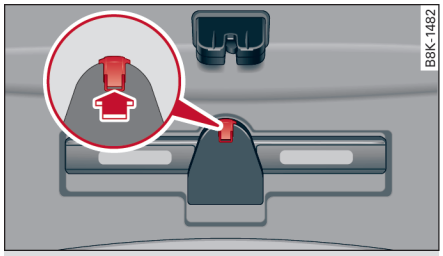

图 217 A3 高级轿车已打开的行李箱盖：警告三角标志
- 取出警告三角标志的方法是沿箭头方向 ⇨ *图 217* 按压止动机构并将固定支架向下翻开。